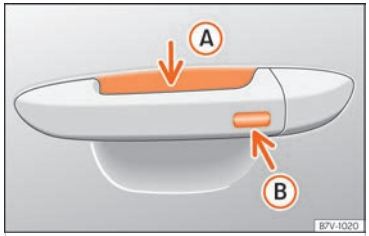

Fig. 52 Maneta de la porta: superfícies sensores.
››› fig. 52
- Toqueu la superfície sensora ››› fig. 52 Ⓑ situada al costat exterior de la maneta de la porta. Tots els intermitents parpellegen una vegada.
- Abans que transcorrin 5 segons, toqueu una vegada el sensor del costat exterior de la maneta de la porta ››› fig. 52 Ⓑ. En fer-ho, no agafeu la maneta. El sistema Keyless Access queda desactivat temporalment.
Per **tancar amb la funció de confort** totes les finestretes elèctriques, mantingueu un dit durant uns segons sobre la superfície sensora de bloqueig ››› fig. 52 Ⓑ de la maneta de la porta fins que s'hagin tancat les finestretes i el sostre.